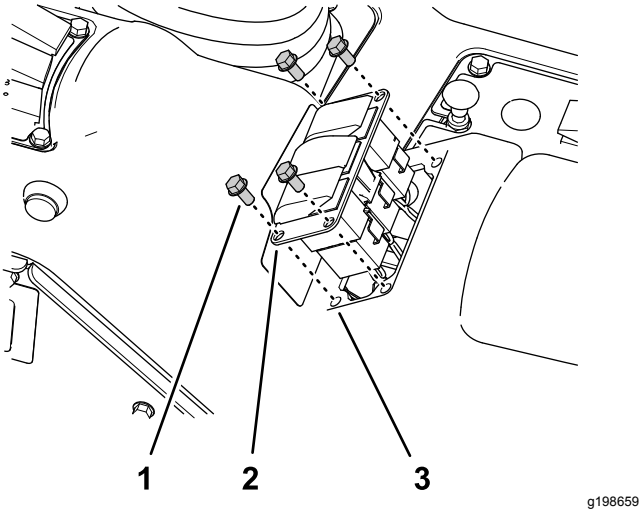

Figur 31
1. Fjern de fire flenshodeskruene (1/4 x 1/2 tomme) som fester trebryterpanelet til kontrollkonsollen (Figur 31).
3. Koble kontakten med åtte sokler på maskinens ledningssats (merket med **Rate Switch** (mengdekontrollbryter)) fra bryterens kontakt med åtte pinner (Figur 31).
6. Innrett bryterpluggen med åpningen i trebryterpanelet der du fjernet mengdebryteren (Figur 31).
7. Før bryterpluggen inn i trebryterpanelet til pluggen klikker på plass i panelet (Figur 31).